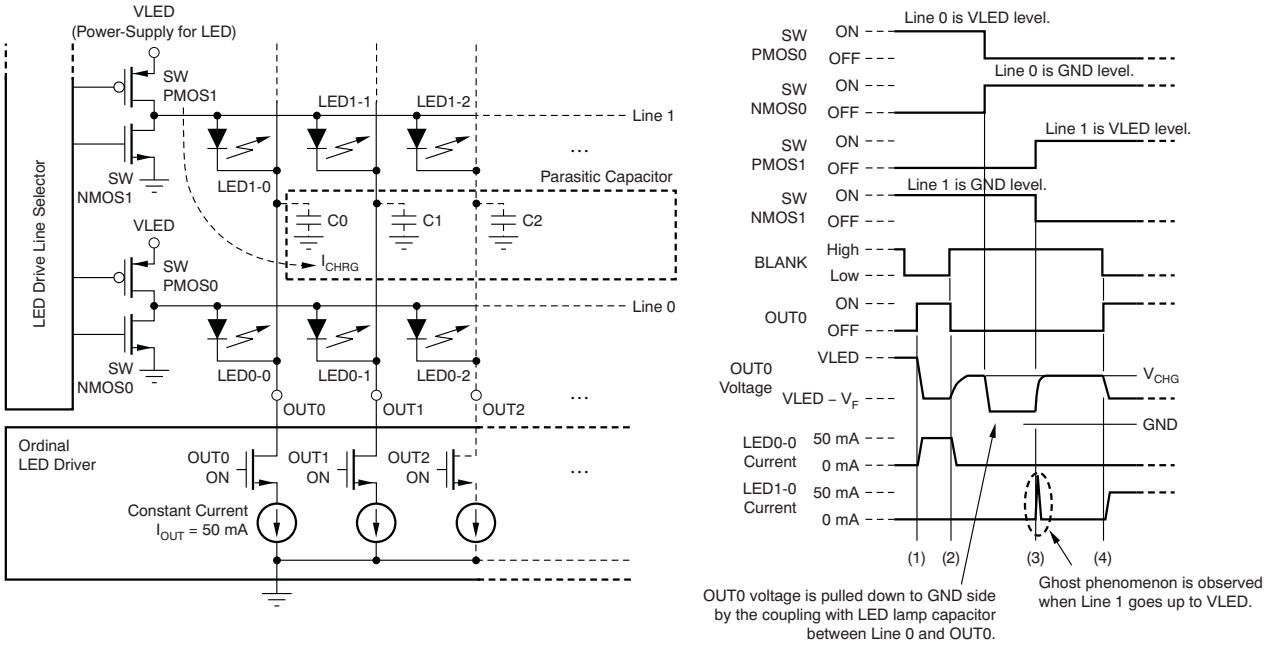

Figure 33. LED Ghost-Lighting Phenomenon Mechanism
The internal pre-charge FET can prevent ghosting of multiplexed LED modules. One cause of this phenomenon is the charging current for parasitic capacitance of the constant current output line and driver through the LED. One of the mechanisms is shown in Figure 33.
In Figure 33, the constant current driver turns LED0-0 on at (1) and off at (2). After LED0-0 is turned off, OUT0 voltage is pulled up to V_{CHG} by LED0-0. This OUT0 node has some parasitic capacitance (such as the constant current driver output capacitance, and the board layout capacitance shown as C0-2). After LED0-0 turns off, SWPMOS0 is turned off and SWNMOS0 is turned on for LINE0, then LINE0 is pulled down to GND. Because there is a parasitic capacitance between LINE0 and OUT0, OUT0 voltage is also pulled down to GND. After that, SWPMOS1 is turned on for next line (LINE1). When SWPMOS1 turns on, OUT0 voltage is pulled up from the ground voltage to $V_{LED} – V_F$. The charge current (I_{CHRG}) flows to the parasitic capacitor (C0) through LED1-0, causing the LED to briefly turn on and creating the ghosting effect of LED1-0.